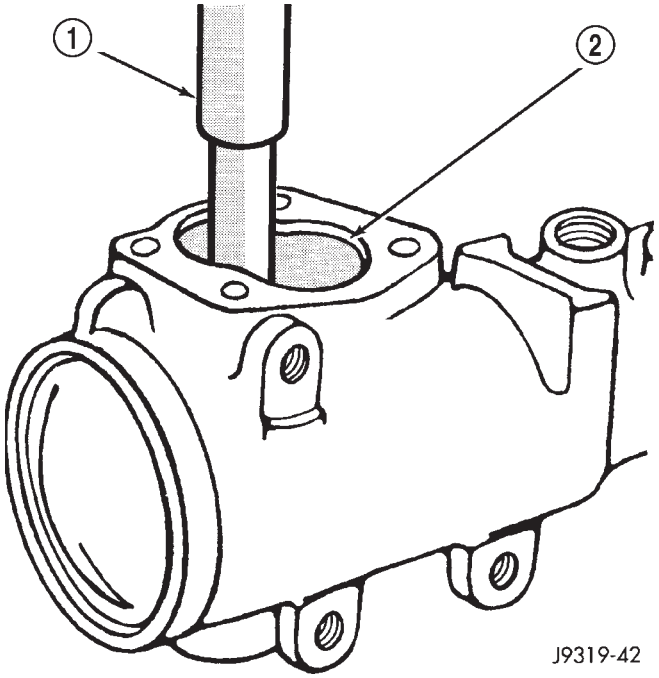

Fig. 13 Needle Bearing Removal
(10) Remove oil seal from the housing with a seal pick.
(11) Remove pitman shaft bearing from housing with a bearing driver and handle (Fig. 13).